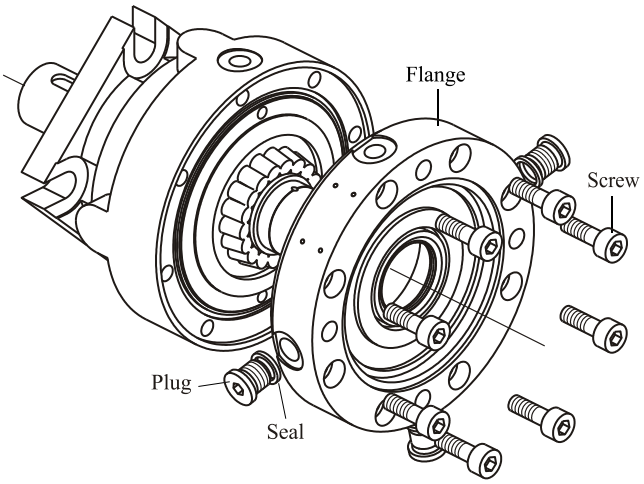

Fig.1
Remove flange incl. shaft seal and outer rim of bearing (see Fig. 1).
- drain port in flange should be rotated 11^0 left of release port in housing (see Fig.1).
15. Mount flange to housing with 8 screws M8 and alternately torque them to 2,5÷3,0 daNm using S6 Allen head spanner (see Fig.1).
16. Install seal on plug and torque to 2,5÷3,0 daNm using S6 Allen head spanner (see Fig.1). For LBS plugs are 3 pcs. and for LBV – 4 pcs.